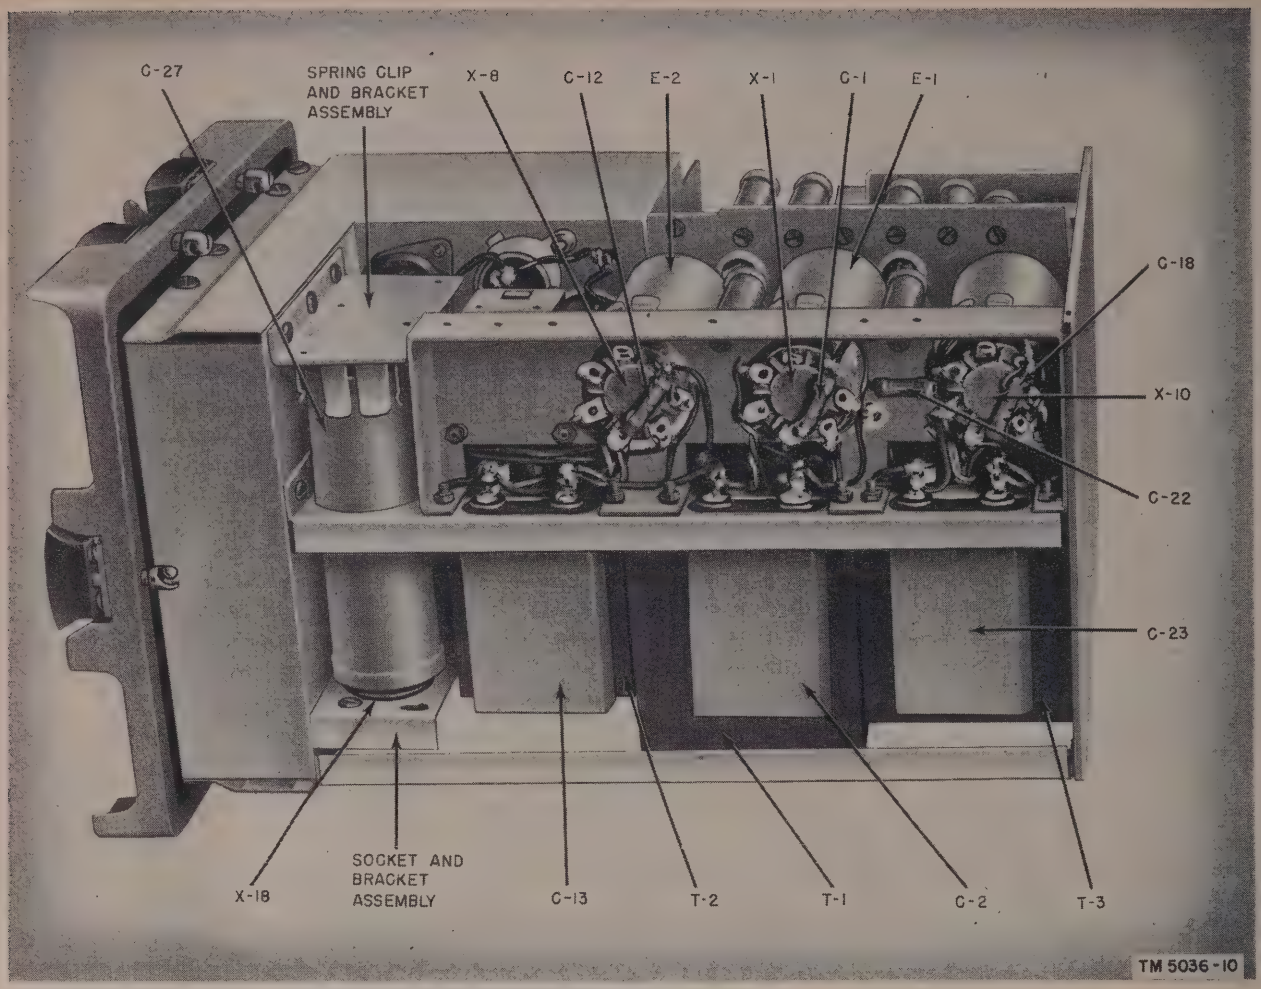

Figure 51. Power Supply PP–109/GR, bottom view of chassis.
d. Vibrators. The three vibrators (E–1, E–2, and E–3) are located on the right-hand side of the power supply chassis (fig. 51). To remove a vibrator, pull straight upward without jiggling. If necessary, use a small screw driver to pry the vibrator out of its socket but take care not to spread the ring clip at the base of the vibrator.